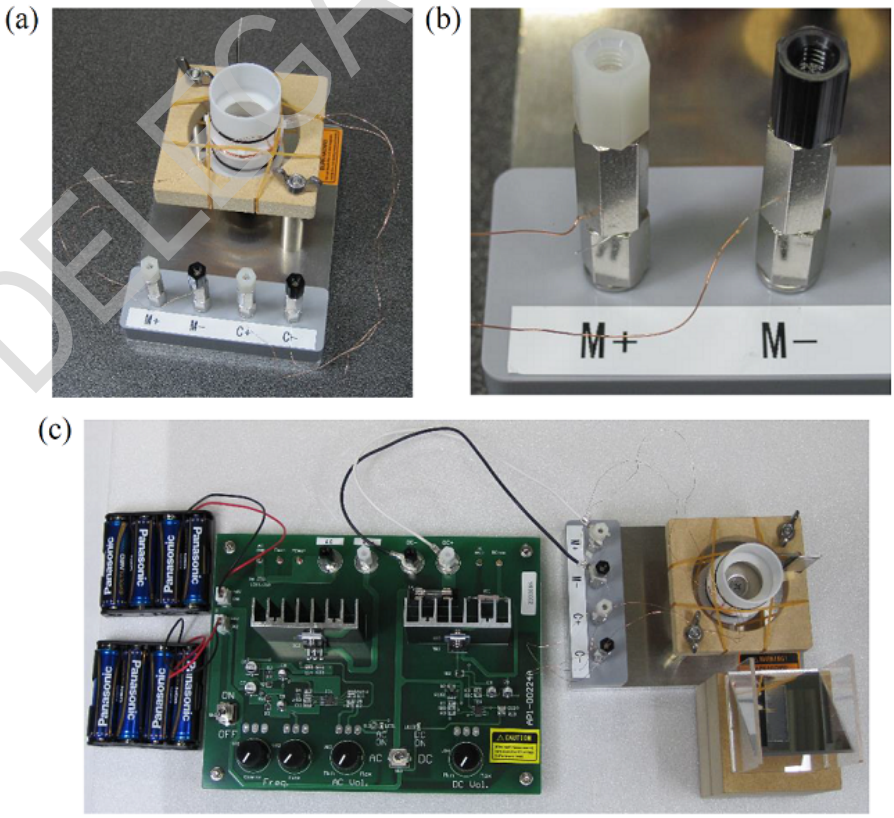

Figure 5 : (a), (b) Bornes de liaison câblées, (c) L'ensemble de l'installation câblée, y compris l'alimentation et les piles.
2. Desserrer la vis des bornes M+ et M- pour laisser des espaces libres. Utiliser les espaces libres inférieurs pour fixer les fils de la bobine principale (M) (Fig. 5(a), (b)). La vérification de la polarité sera faite plus tard.
4. Placer les piles dans leurs supports et les connecter aux bornes CN1 et CN2 de l'alimentation (Fig. 5(c)).
6. Commuter l'alimentation en mode DC et mettre l'alimentation sous tension (ON).